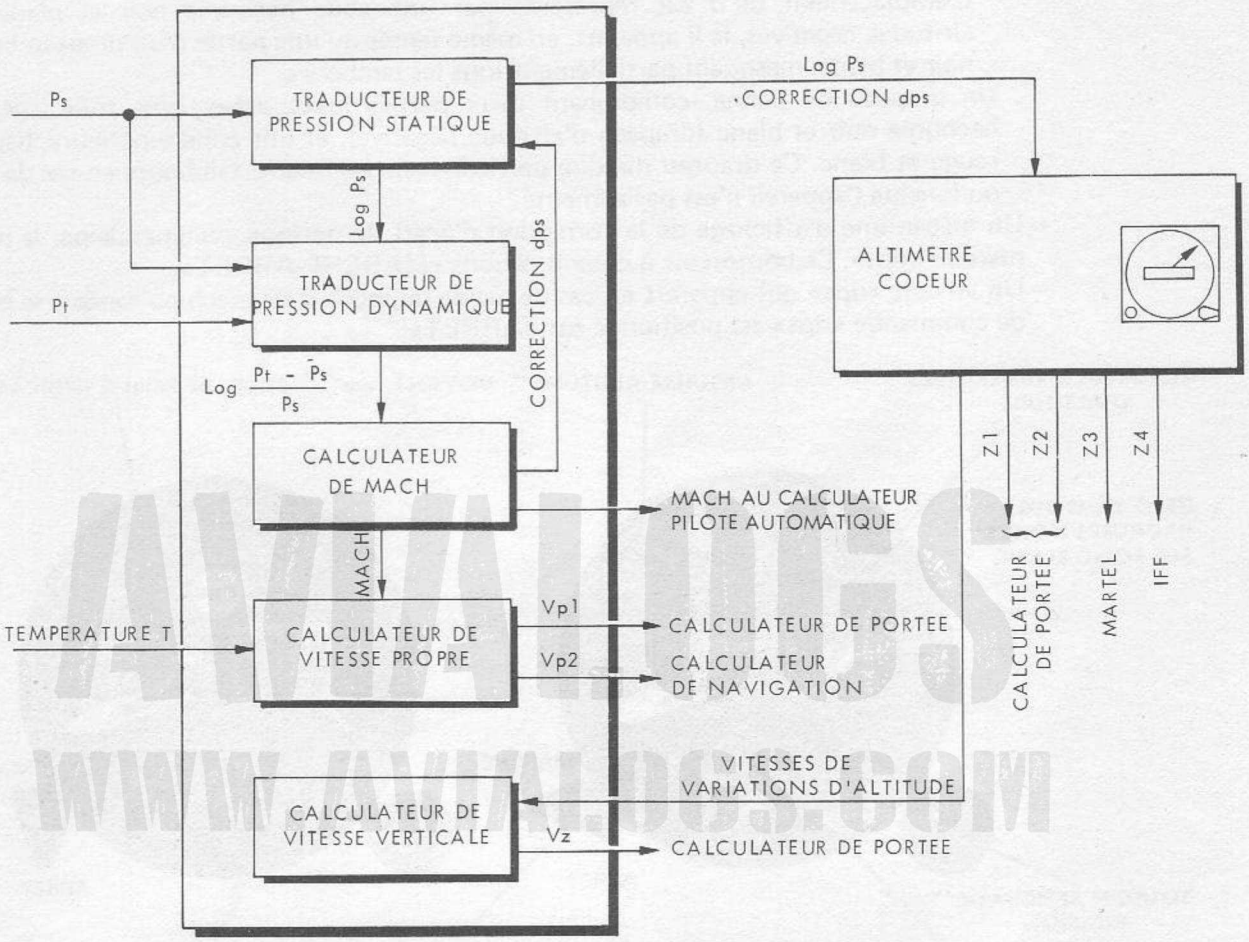

FIGURE 4 - CENTRALE AERODYNAMIQUE ET ALTIMETRE CODEUR
9.1.2.2 - Centrale aérodynamique et altimètre codeur (Fig. 4)